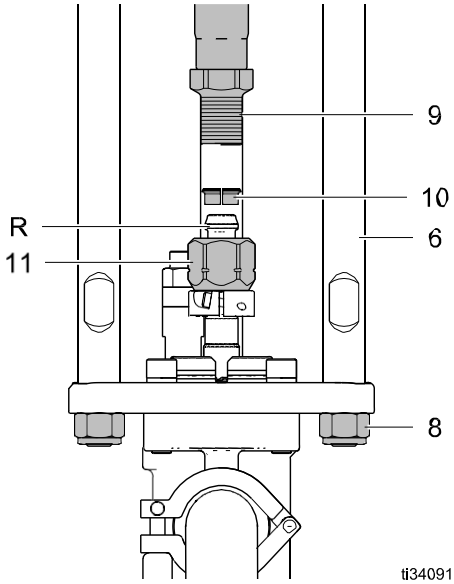

Figure 9
5. Loosen the coupling nut (11) and remove the collars (10). Remove the coupling nut from the piston rod (R). Unscrew the locknuts (8) from the tie rods (6). Separate the motor (3) and lower (7). See Fig. 9.
a. Screw the tie rods (6) into the motor (3) and torque to 50-60 ft-lb (68-81 N•m). See Fig. 9.
b. Apply blue thread locker to the coupling adapter (9).
c. Screw the coupling adapter (9) into the motor shaft and torque to 90–100 ft-lb (122–135 N•m).
2. Assemble the coupling nut (11) over the piston rod (R). See Fig. 9.
3. Orient the lower (7) to the motor (3). Position the lower on the tie rods (6).
4. If you are reusing lock nuts (8) and the nylon of the lock nut is worn or cut, add blue thread locker to the tie rod threads.
5. Screw the lock nuts (8) onto the tie rods (6). Leave the lock nuts (8) loose enough to allow the lower to move so that it can be aligned correctly.